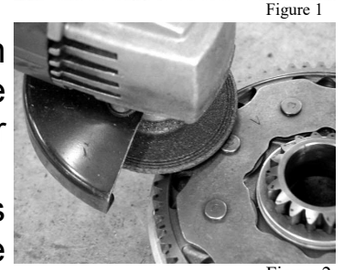

Figure 2
- Or you can grind the heads of the rivets off of the back of the basket to remove the retainer plate (Figure 2)